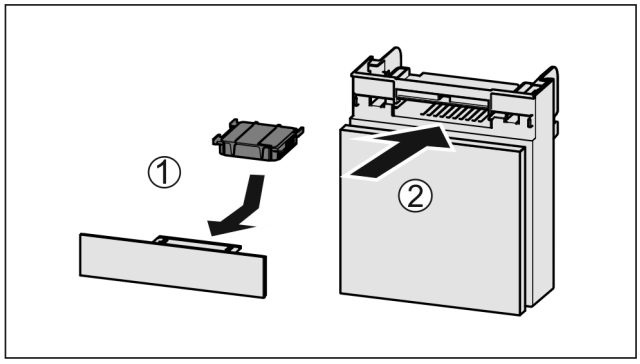

Fig. 231
▶ Insert the carbon filter as shown in the diagram *Fig. 231 (1)*.
▶ Push the compartment in *Fig. 231 (2)*.